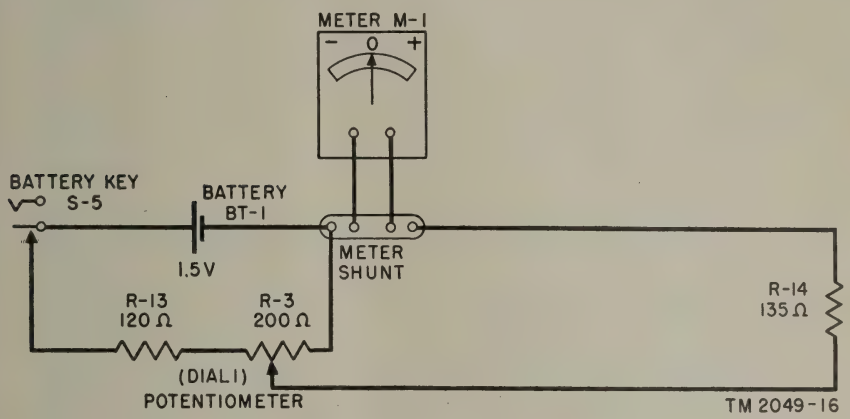

Figure 21. Current flow with calibrate-measure switch in DIAL 1 position.
(1) When the calibrate-measure switch is in the DIAL 1 position and BATTERY key S–5 is depressed, a circuit is completed (fig. 21) which allows current to flow from battery BT–1 through the BATTERY key S–5, the 120-